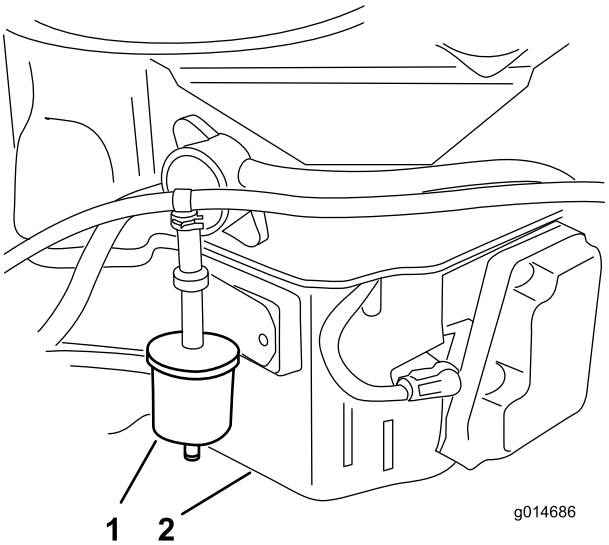

Figura 37
3. Retire el filtro del respiradero del combustible (Figura 37).